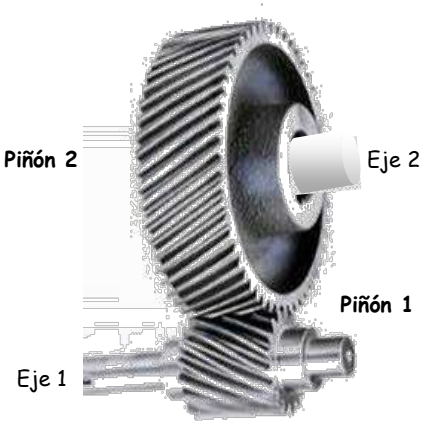

Fig. 12 Dos ruedas dentadas
Se tiene un eje (1) -Fig. 12-, movido por un motor, con una rueda dentada o piñón (1) que gira solidaria con él. Este piñón se engrana con otro (2) que gira solidario con un segundo eje (2). El movimiento del eje (1) se transmite al eje (2).